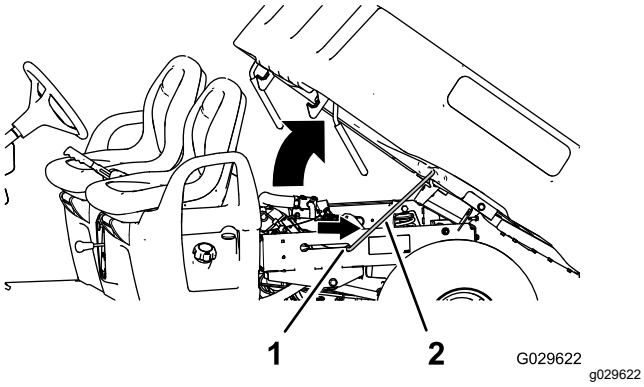

Figur 19
2. Säkra flaket genom att skjuta in stöttan i skåran (Figur 19).
2. Dra ut stöttan ur skåran (Figur 19).
3. Sänk ned flaket tills det låses säkert på plats (Figur 19).